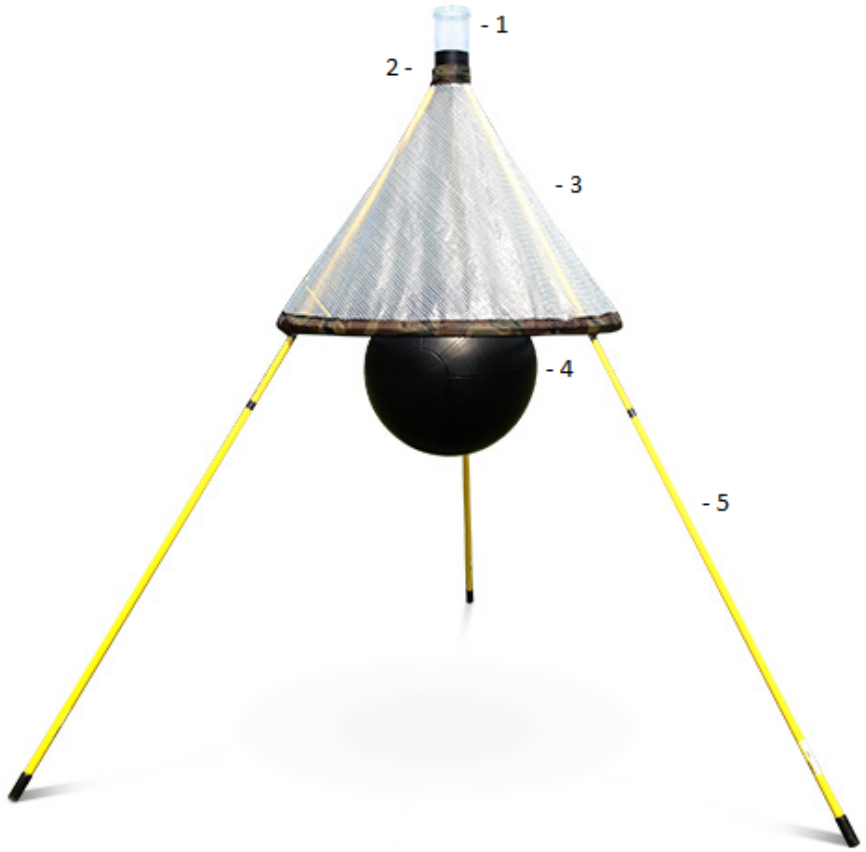

РИС.1
4. Одеть сверху полиэтиленовый конус (3) и закрепить на верхнем кольце с помощью липучки и затягивающегося шнурка
11. Надуть шар, вставить в отверстие затычку и привязать шар к подвесу за эту затычку так, чтобы шар выступал вниз за плоскость нижнего кольца (см РИС.1).